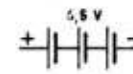
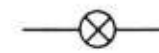
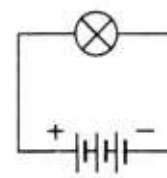
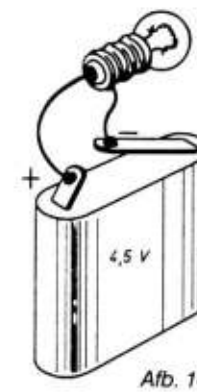

Afb. 11.
Afb. 12.
Afb. 13.
Afb. 14.
Een 4,5 volts-batterij bestaat uit drie elementen (cellen) van 1,5 V. In een schema (een overzicht van een schakeling) wordt één element getekend zoals in afbeelding 10 is aangegeven. Het is logisch dat een 4,5 V-batterij dan voorgesteld kan worden volgens afbeelding 11. Voor een lampje wordt meestal het teken volgens afbeelding 12 gebruikt. Een lampje aangesloten op een 4,5 V-batterij is al een echte schakeling en wordt getekend zoals afbeelding 13 aangeeft. Vergelijk dit nog even met afbeelding 14 waar lampje en batterij nog ,,gewoon'' getekend zijn.
De lijnen tussen lampje en batterij in afbeelding 13 geven de leidingen (,,draden'') aan. Hiervoor moet materiaal worden genomen, dat de ,,elektriciteit'' gemakkelijk doorlaat, met andere woorden materiaal dat weinig weerstand (R) heeft. Heel geschikt is daarvoor koperdraad, eventueel in een